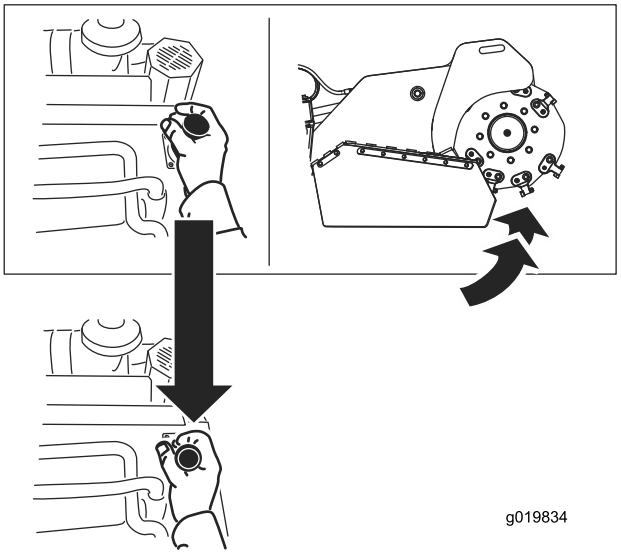

Figuur 14
- Om het maaidek op te heffen, trekt u de hendel naar achteren (Figuur 14).